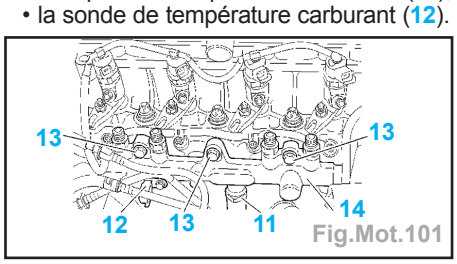

Fig.Mot.101
- Déconnecter (Fig.Mot.101) :
- le capteur haute pression carburant (11),
- la sonde de température carburant (12).